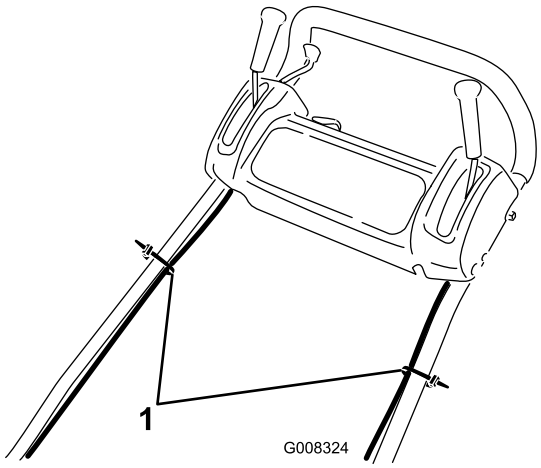

Figur 4
9. Fastgør kablerne til håndtaget med kabelbånd (Figur 4).